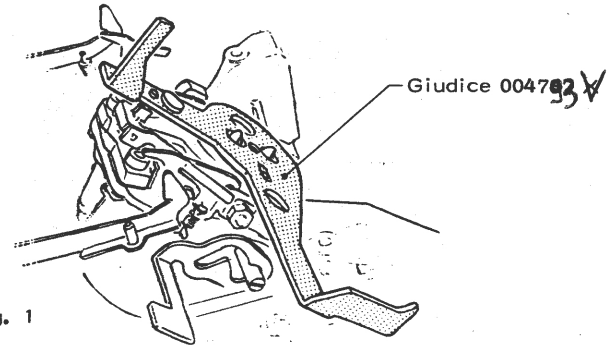

Fig. 1
- Montare il giudice 004787X al posto del disco caratteri (fig. 1)